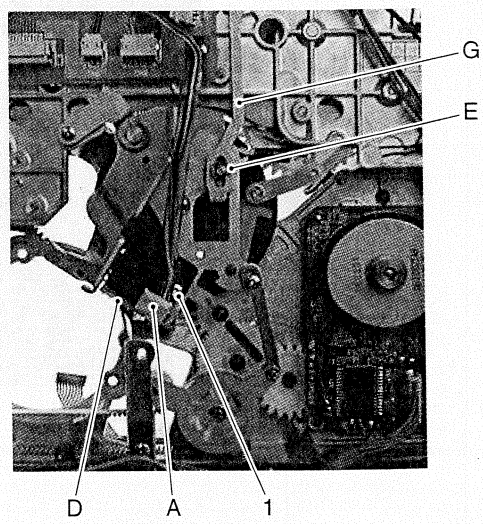

Fig. 2-7-66
10. Attach eject rod G using E-washer E (see Fig. 2-7-66).
11. Attach MODE SENS board D using the screw 1 (see Fig. 2-7-66).
12. Attach the connector A (see Fig. 2-7-66).